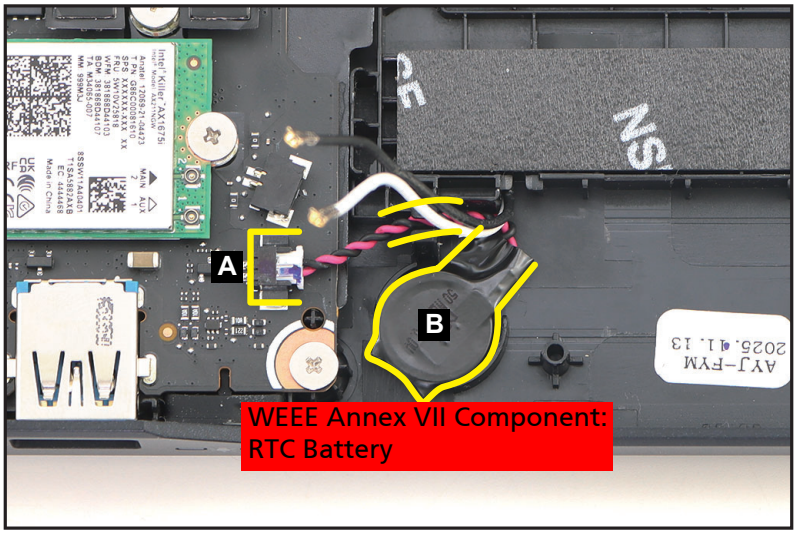

Figure 1-31. RTC Battery Removal
1. Disconnect the RTC battery cable from the mainboard connector (A). Then release the RTC battery cable from the cable guide as shown in Figure 1-31.
2. Carefully pry to detach the adhesive tape underneath the RTC battery (B) (Figure 1-31). Then remove the RTC battery.